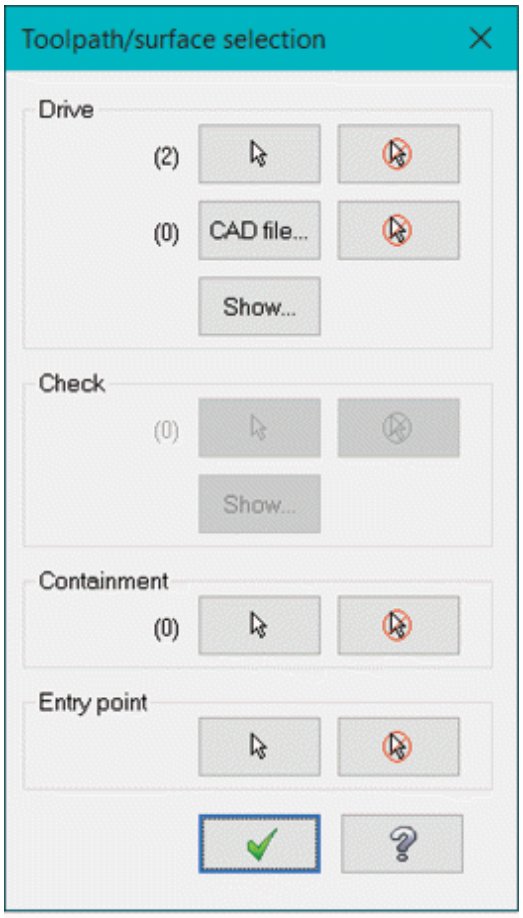

Figure-9. Toolpath/surface selection dialog box
- Select desired surfaces and press **ENTER**. The **Toolpath/surface selection** dialog box will be displayed; refer to Figure-9.